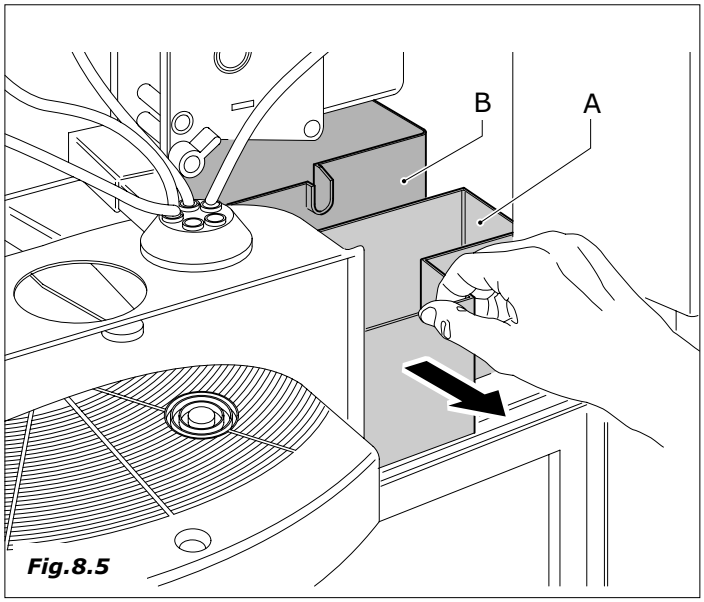

Fig.8.5
- Tirar o recipiente das moedas (*Fig. 8.5-pos.**A***) e o dos fundos café (***B***) que se encontram no distribuidor de mesa.